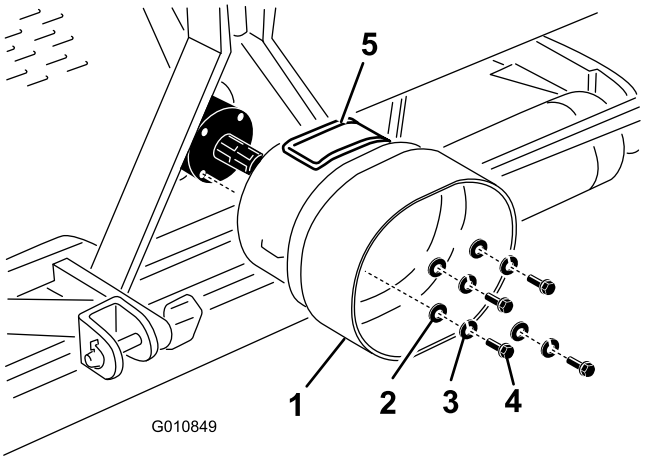

Figur 16
1. Fjern de fire boltene, låseskivene og de flate skivene som er festet på bakre del av luftemaskinens girkasse (Figur 16).
2. Fest verneplatene for kraftuttaket til luftemaskinens girkasse, ved hjelp av festene som du fjernet tidligere (Figur 16). Når du monterer verneplatene for kraftuttaket, må du sørge for at tilgangspanelet (Figur 16) står vendt mot toppen eller siden, avhengig av luftemaskinens rammekonfigurasjon.
Merk: Det er enklere å fjerne og montere festene for kraftuttaksakselen når tilgangspanelet er (Figur 16) åpent.